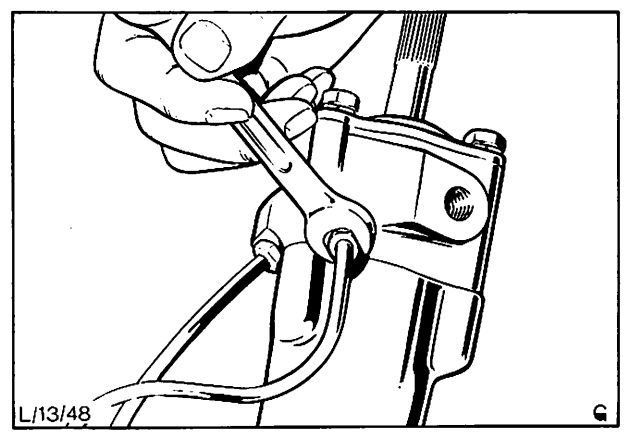

Abb. 26 Entfernen der Verbindungsleitungen
6. Verbindungsleitungen zwischen dem Steuerventilgehäuse und Spurstangengehäuse abbauen, Abb. 26.